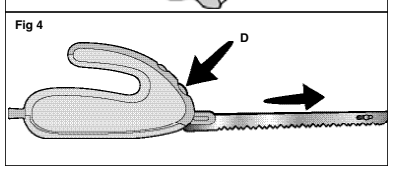

Fig 5
- Prendre les deux lames par les extrémités non coupantes, séparez-les, pour cela extraire le rivet **(B)** de la boutonnière **(Fig 5)**. Lavez-les à l'eau chaude additionnée d'un produit pour la vaisselle .Vous pouvez également les passer au lave-vaisselle. Puis raccrocher les deux lames ensemble en glissant le rivet de l'une dans l'ouverture de l'autre , les gardes de lame **(A)** doivent se trouver à l'extérieur. Remettre les lames dans l'étui de protection.
- Die beiden Klingen an den stumpfen Enden halten, die Niete **(B)** aus dem Loch ziehen und die Klingen voneinander trennen **(Abb.5)** . Mit heißem Wasser und Geschirrspülmittel reinigen.Die Klingen können auch in der Geschirrspülmaschine gereinigt werden.Dann die beiden Klingen wieder zusammenfügen, indem die Niete der einen Klinge in die Öffnung der anderen Klinge eingeführt wird.Die Hefte **(A)** müssen sich an der Außenseite befinden.Die Klingen wieder in ihr Etui stecken.